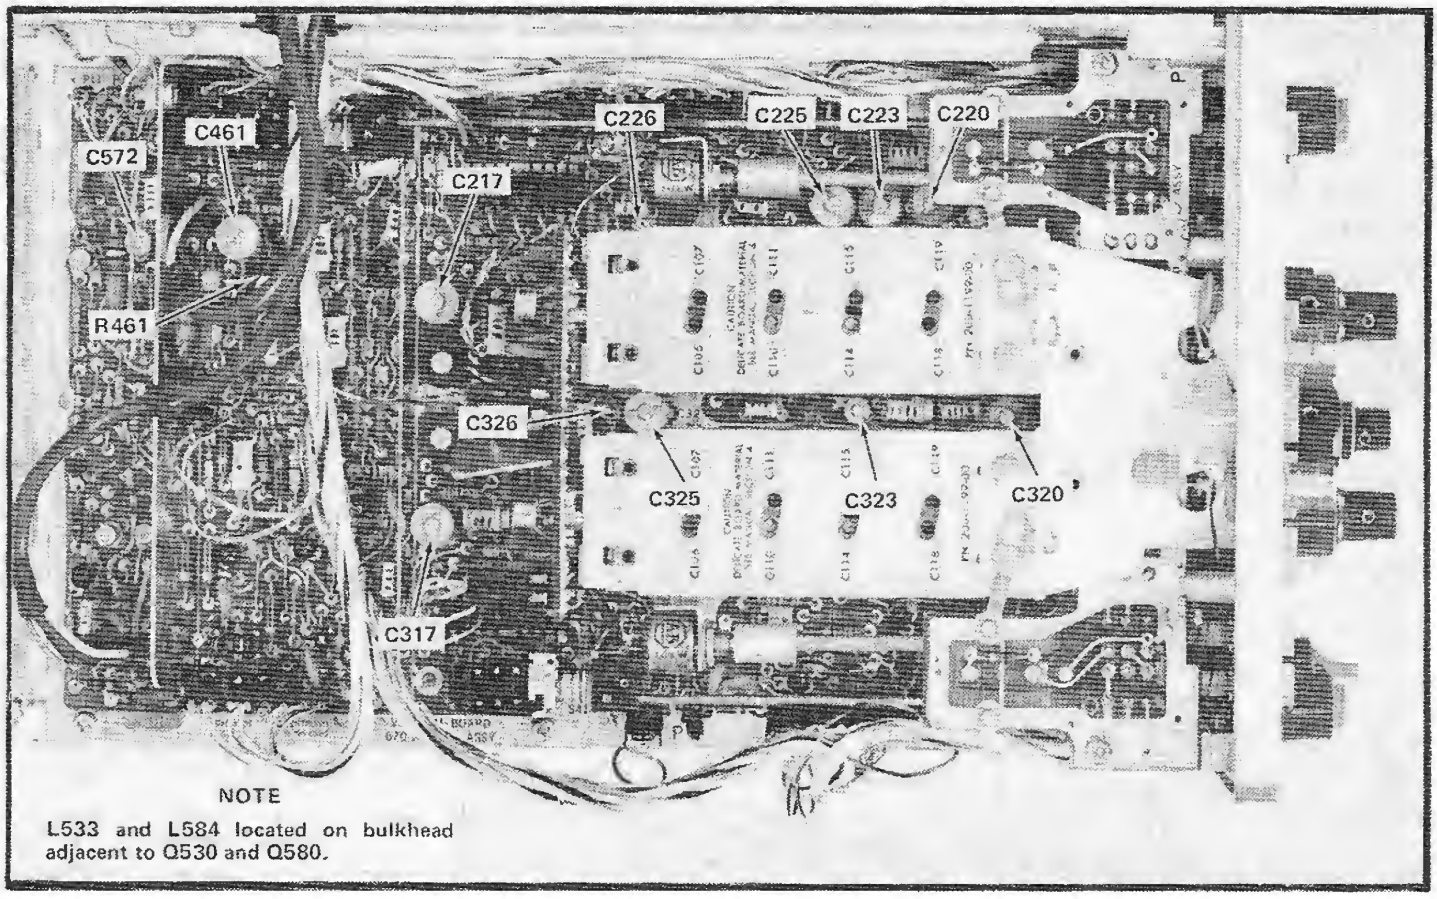

Fig. 5-9. Location of vertical system high-frequency compensation adjustments.
g. ADJUST–C217, C226, C461, R461, C572, L533, and L584 (see Fig. 5-9) for optimum risetime and aberrations typically less than +2%, –2%, or a total of 2% peak to peak (+3%, –3%, a total of 3% peak to peak if this measurement is being made outside of the +20°C to +30°C temperature range).
m. ADJUST–C317 and C326 (see Fig. 5-9) for optimum risetime with aberrations typically less than +2%, –2%, or a total of 2% peak to peak (+3%, –3%, or a total of 3% peak to peak if this measurement is being made outside of the +20°C to +30°C temperature range).
ac. ADJUST–Refer to Table 5-3 for the correct adjustment and tolerances. See Fig. 5-9 for adjustment locations.